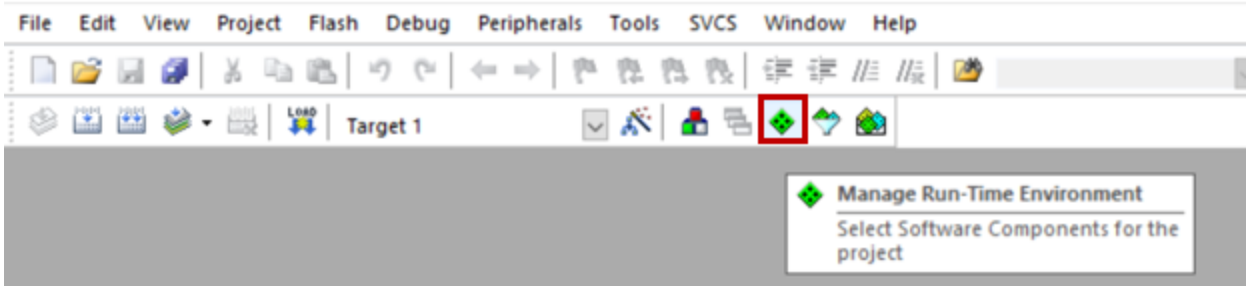

Figure 49. Keil's Mange Run-Time Environment Icon
1. To open component-specific documentation in Keil µVision, you first need to click on the **Manage Run-Time Environment** icon (see the "Keil's Mange Run-Time Environment Icon" figure (Figure 49)).